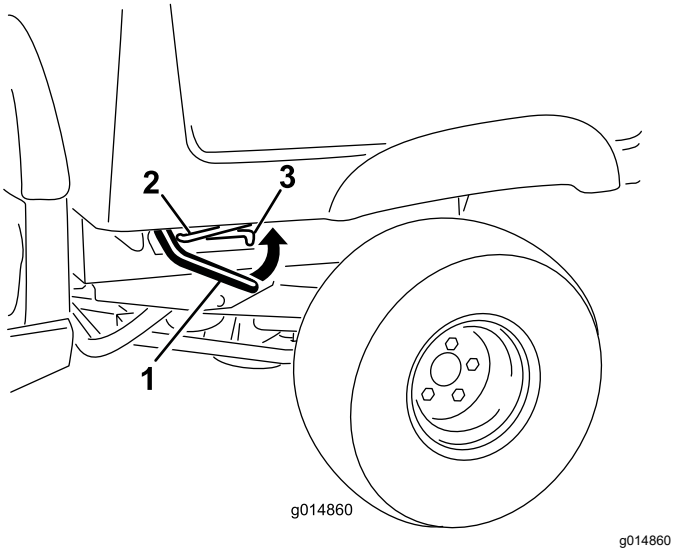

Figur 12
1. Hev spaken på en av sidene av kassen og hev kassen (Figur 12).
1. Hev lastekassen litt ved å heve låsespaken (Figur 12).